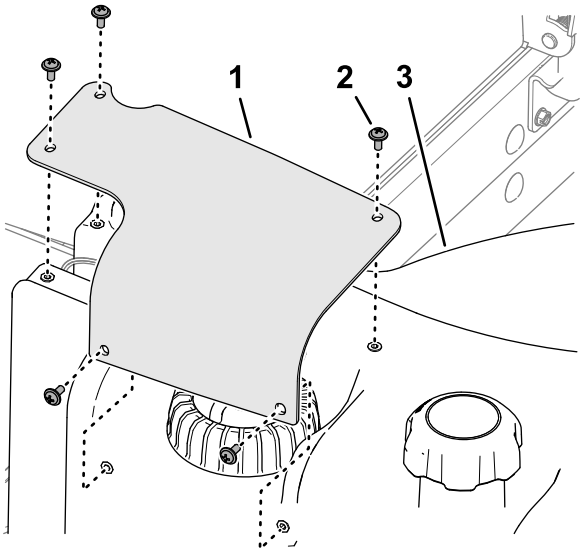

**Figuur 87**
2. Verwijder de 5 kruiskopschroeven waarmee de kap van de brandstofsensor is bevestigd aan de brandstoftank, en verwijder de kap (Figuur 87).